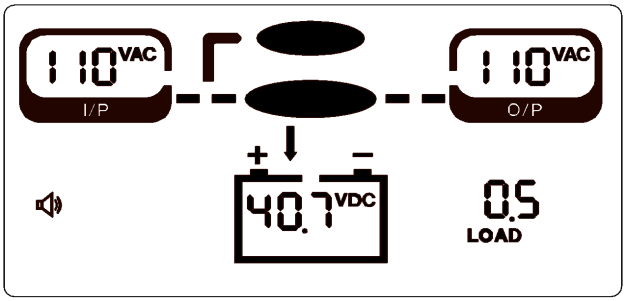

FIGURE 5-2 Page 1: input and output voltage, battery voltage, load
6. Switch the loads on one at a time, the largest first. Check the load reading on LCD page 1 (Figure 5-2).
7. If the inverter does not start by itself, press ON/OFF (item 6) once.